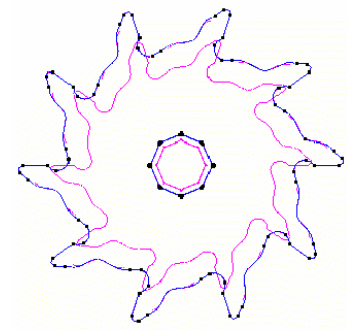

Figure 43. The surface of the new optimized design
8. Create the hole in the surface of the wheel using **Geometry→Edit→Hole NURBS Surface** (the result is shown in Figure 43).